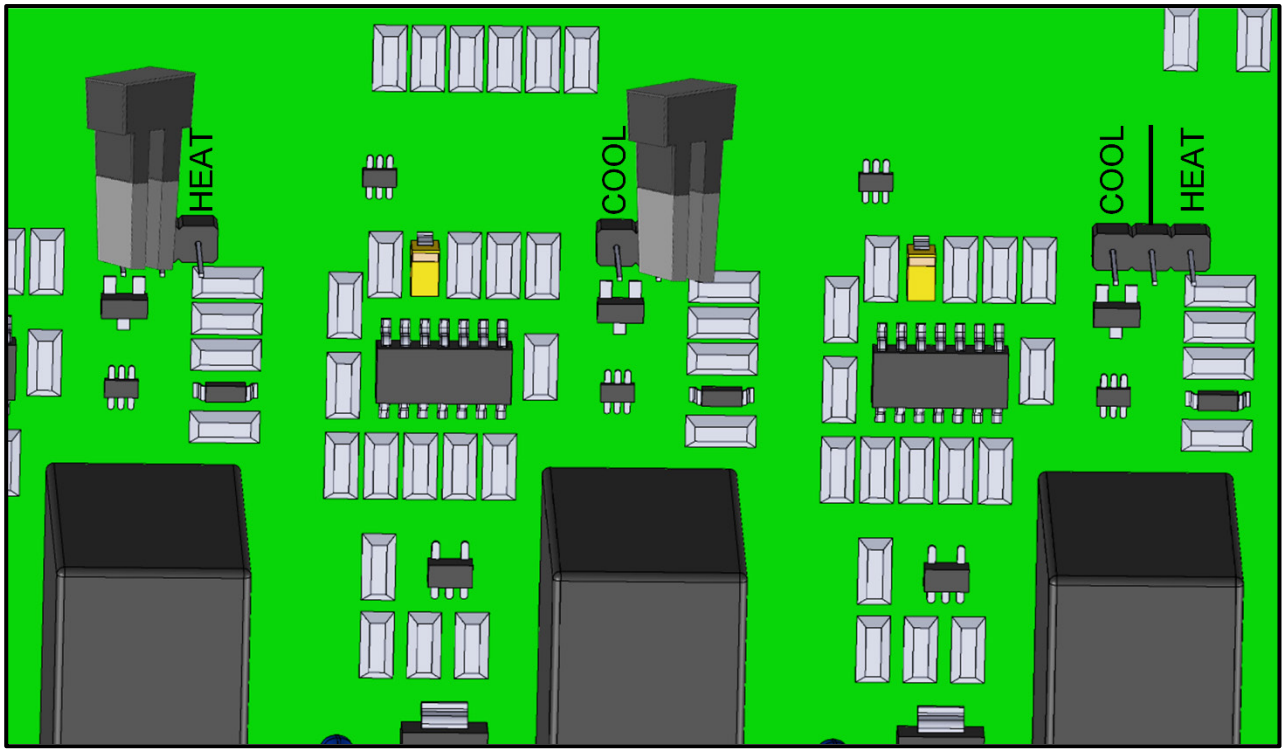

Figura 6: Saltadores de enfriamiento y calefacción
- En cada relé, coloque saltadores sobre los pines necesarios. La Figura 6 muestra dos ejemplos.